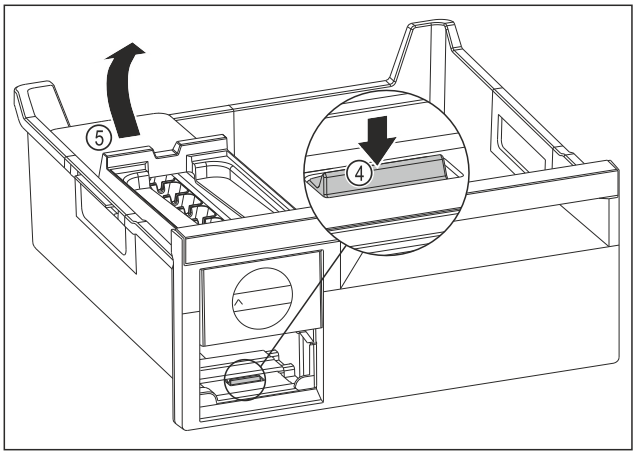

Fig. 145
▶ Fjern hoveddelen til EasyTwist-Ice: Trykk tappen *Fig. 145 (4)* ned med fingeren samtidig som hoveddelen til EasyTwist-Ice *Fig. 145 (5)* løftes opp fra baksiden med den andre hånden.